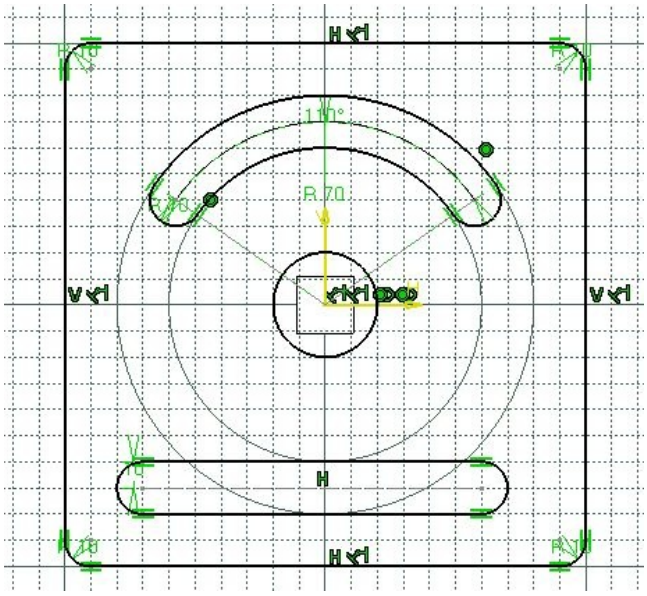

Figure 3-48 *The final sketch*
13. Now, press the TAB key five times and enter the value **10** in the **Radius** edit box. Next, press the ENTER key; the final sketch is created, as shown in Figure 3-48.